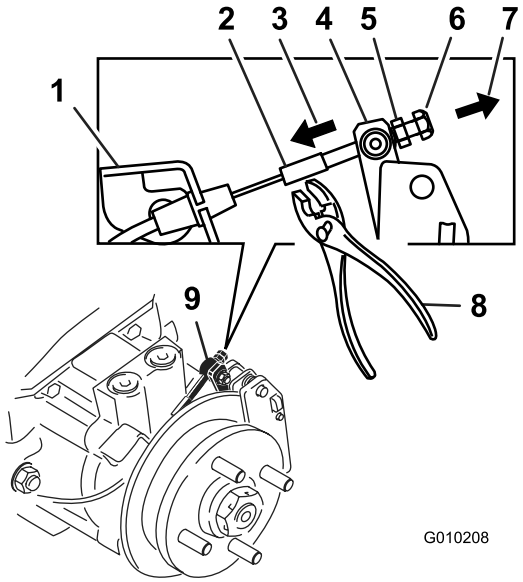

**Figure 71**
9. En vous servant uniquement de vos doigts et de vos mains, poussez le bras du levier d'étrier pour engager les plaquettes de frein sur le disque jusqu'à l'arrêt du levier (Figure 71).
10. Maintenez le levier en position d'arrêt d'une main et, à l'aide de l'autre main, tendez l'extrémité du câble fileté à travers le pivot. Vissez l'écrou standard contre le pivot (Figure 71).